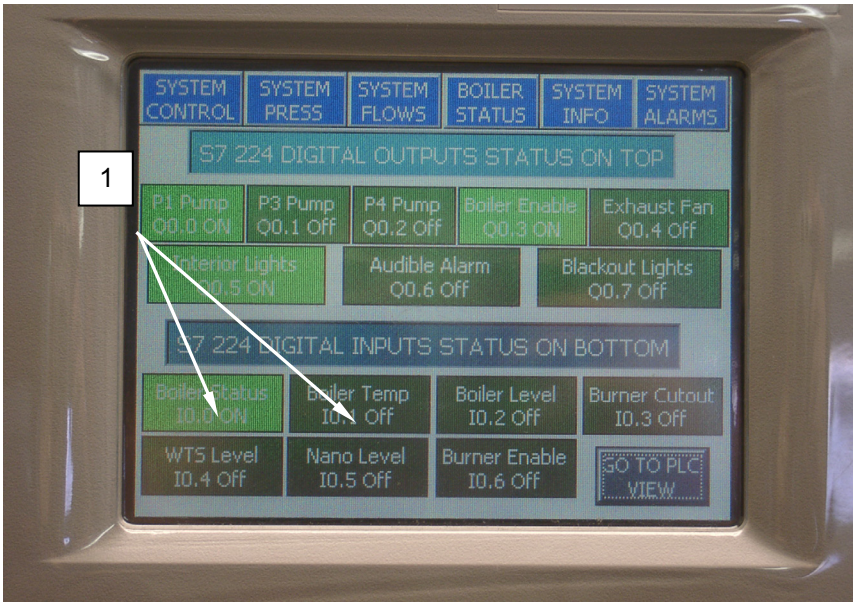

Figure 1. Test the Level Sensors.
2. Locate the WTS and Nano level readings **(Figure 1, Item 1)** - there should be an ON or OFF value after "IO".